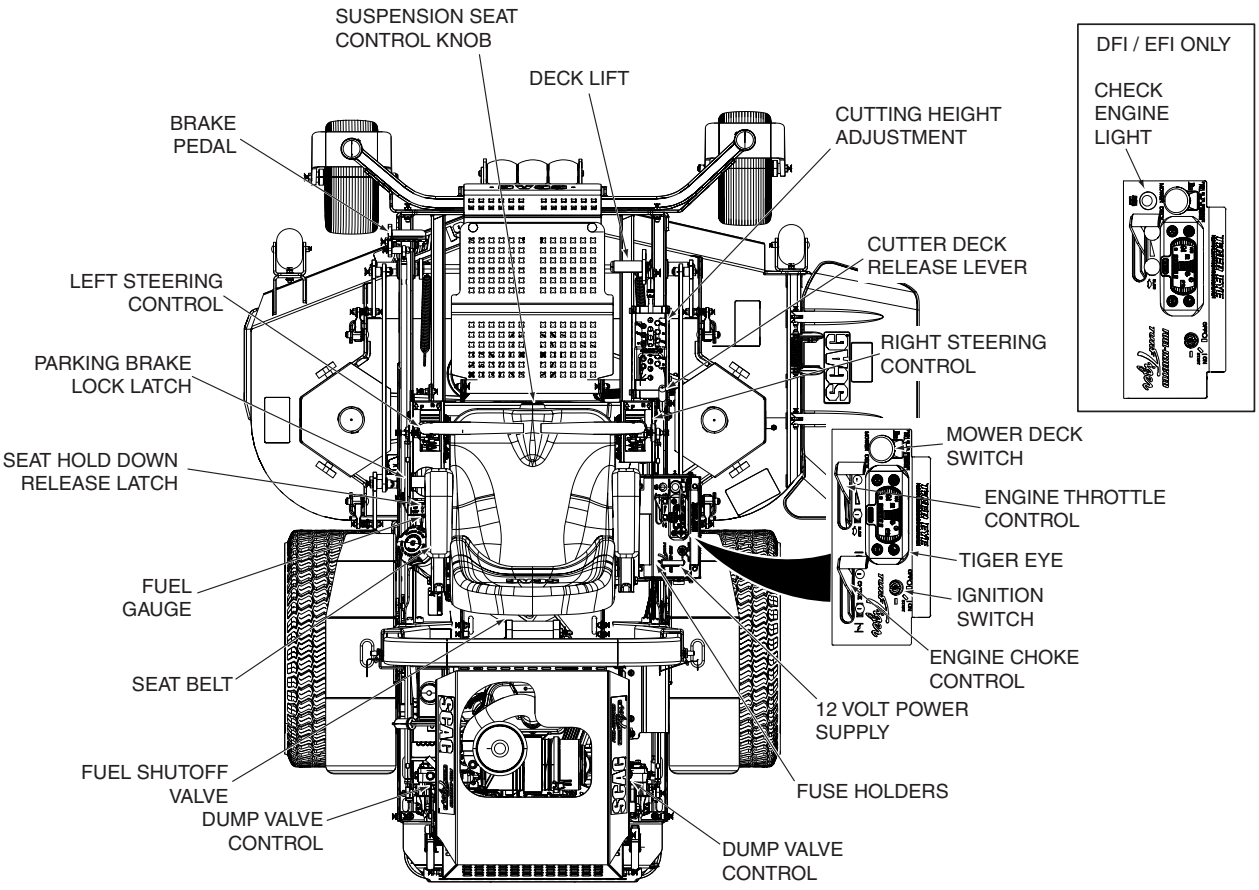
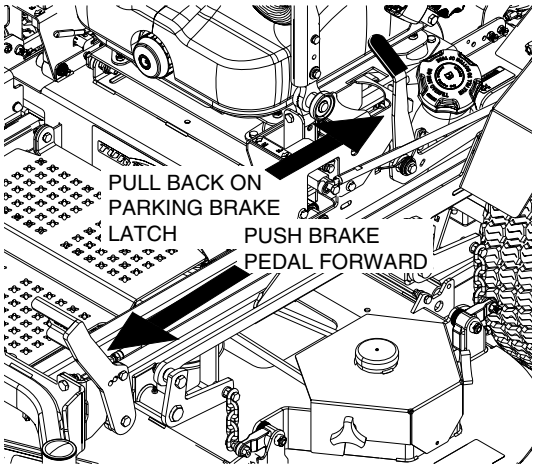
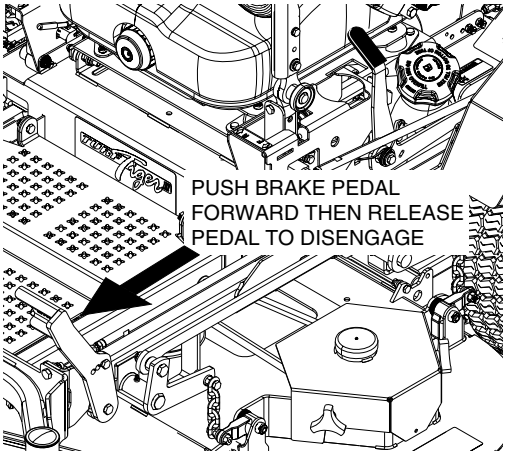
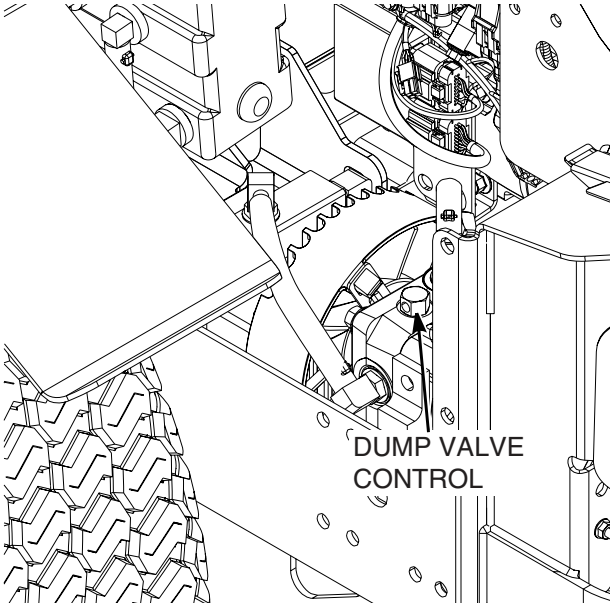

Figure 4-2. Controls and Instruments
Figure 4-3. Engaging Parking Brake
Figure 4-4. Releasing the Parking Brake
Figure 4-5. Dump Valve Control
12. Fuse Holders (Figure 4-2). Two 20-amp fuses and one 5-amp fuse protect the mower's electrical system. To replace fuses, pull fuse out of the socket and install a new fuse.
1. Ignition Switch (Figure 4-2). The ignition switch is used to start the engine and has three positions; OFF, ON, and START.
2. Mower Deck Switch (Figure 4-2). Used to engage and disengage the mower drive system. Pulling up on the switch will engage the deck drive. Pushing down on the switch will disengage the deck drive.
3. Engine Choke Control, Carburated Engine Only (Figure 4-2). Used to start a cold engine.
4. Engine Throttle Control (Figure 4-2). Used to control the engine speed. Pushing the lever forward increases engine speed. Pulling the lever back decreases engine speed. Full back position is the IDLE position. Full forward is the cutting position.
5. Left Steering Control (Figure 4-2). Used to control the mower's left wheel when traveling forward or reverse.
6. Right Steering Control (Figure 4-2). Used to control the mower's right wheel when traveling forward or reverse.
7. Brake Pedal (Figure 4-2). Depressing the brake pedal applies the brake.
8. Parking Brake Lock Latch (Figure 4-2). Used to lock the parking brake in the engaged position. Fully depress the brake pedal and pull the parking brake lock latch back to lock the parking brake in the engaged position. See Figure 4-3. Fully depress the brake pedal forward to disengage the parking brake lock latch, then release the brake pedal to disengage the brake. See Figure 4-4.
9. Fuel Tank Gauge, Gasoline & Diesel Models Only (Figure 4-2). Indicates the amount of fuel in the fuel tank.
10. Dump Valve Control Levers (Figure 4-2). Located on the left and right side of the machine, used to "free-wheel" the mower. Move the levers forward until they stop allows the unit to move under hydraulic power. Move the levers back and towards the engine allows the mower to be moved by hand (free-wheeling). See Figure 4-5.
11. Deck Lift Foot Lever (Figure 4-2). Used to raise and lower the cutter deck. Push full forward to lock in the transport position.
12. Cutting Height Adjustment (Figure 4-2). Used to set the cutter deck at the desired cutting height.
13. Deck Release Lever (Figure 4-2). Used to lock the cutter deck in the transport position. Push the foot pedal forward and pull back on the release lever to release the cutter deck for normal mowing.
14. Seat Suspension Control Knob (Figure 4-2). Used to select the optimum suspension rate based on the operator.
15. Seat Belt (Figure 4-2). Used to secure the operator. Seat belt must be worn at all times when the ROPS is in the upright and locked position.
16. Seat Hold Down Release Latch (Figure 4-2). Located behind the seat. Used to secure the seat in the operator's position. Release the latch to gain access under the seat.
17. Fuel Shutoff Valve Gasoline & Diesel Models (Figure 4-2). Located under the seat on top of the fuel tank. Used to shut off fuel supply to the engine. Rotate the valve counter clockwise to supply fuel from the tank to the engine. Rotate the valve clockwise to shut off the fuel supply to the engine. LP Models, Valve is located on the LP tank.
18. 12 Volt Power Supply (Figure 4-2). Located on the side of the control panel. Fused 12 volt DC power supply used to power accessories rated at 5 amps or less.